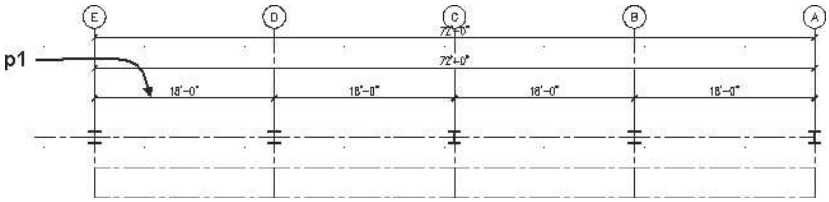

FIGURE 13.41 *Location of horizontal dimension*
6. Select the Annotate tab. Double-click the Annotation Tools button of the Tools panel to display the Document palette set. Choose the Dimensions tool palette. Select the AEC Dimension – Exterior tool from the Dimensions palette. Select the column grid and press ENTER. Select a point near **p1** as shown in Figure 13.41.